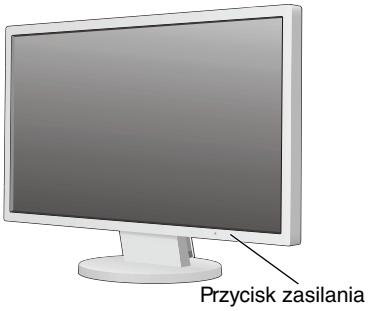

Rysunek D.1
5. Włącz monitor, używając umieszczonego na dole przycisku zasilania, a następnie włącz komputer (**Rysunek D.1**).